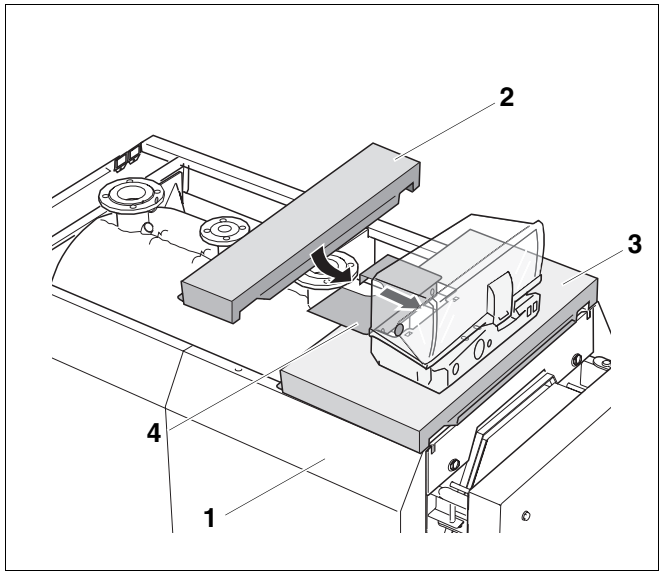

Рис. 32 Установка передней крышки
- Установить переднюю крышку (рис. 32, **поз. 2**) на передние боковые стенки (рис. 32, **поз. 1**) и придвинуть к передней крышке котла (рис. 32, **поз. 3**).
- Уложить передний элемент крышки (рис. 32, **поз. 4**) на переднюю крышку котла (рис. 32, **поз. 3**) и прикрутить винтами.